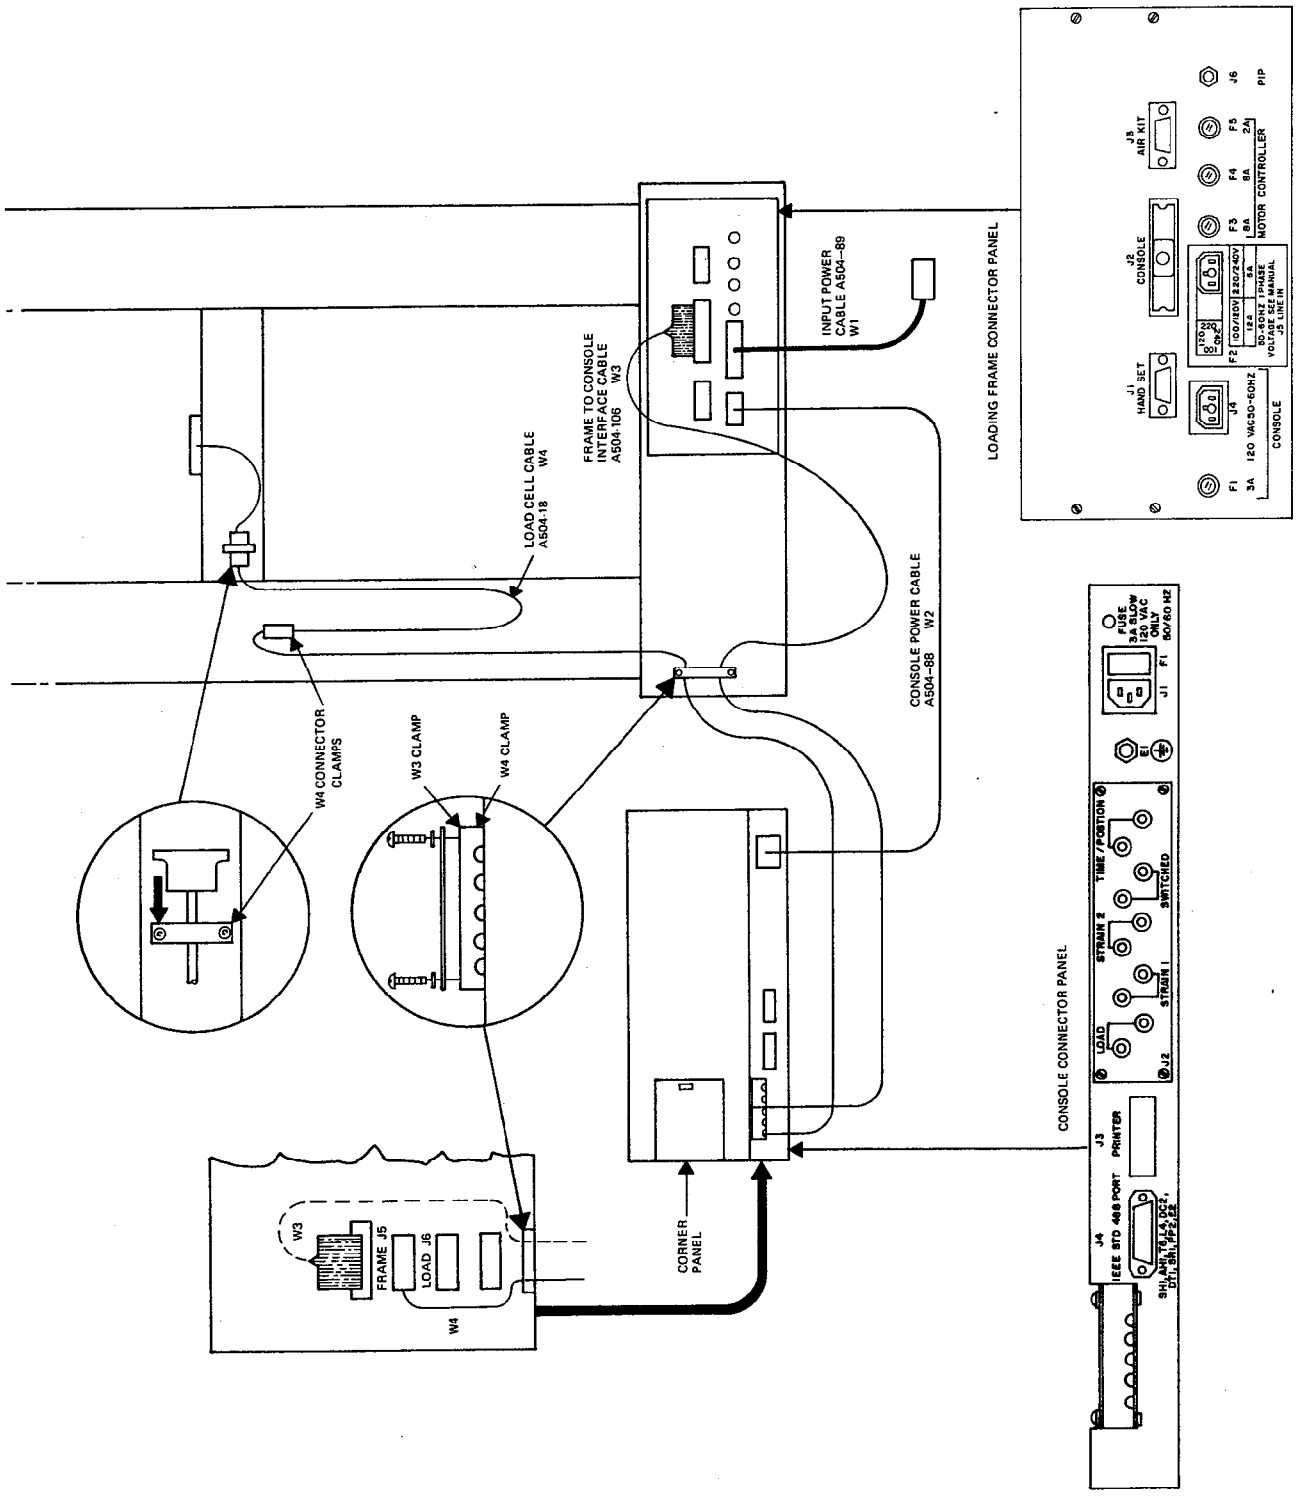

Figure 4-1. Cabling Installation for Model 4201 and 4202 (Rear View)
The cabling necessary to interconnect the two basic units of the Model 4201 or 4202 is shown in Figure 4-1. Not shown is other cabling
b. Remove screws holding the W3/W4 cable clamps on both the console and frame, as shown in Figure 4-1.
d. Install male connector of W4 cable into clamp on moving crosshead (see Figure 4-1).
f. Connect ribbon-type Frame-to-Console Interface Cable, W3 (A504-106), between connector J5 in console and connector J2 on frame connector panel, as shown in Figure 4-1. Ensure that connectors are fully engaged and clamped in place.